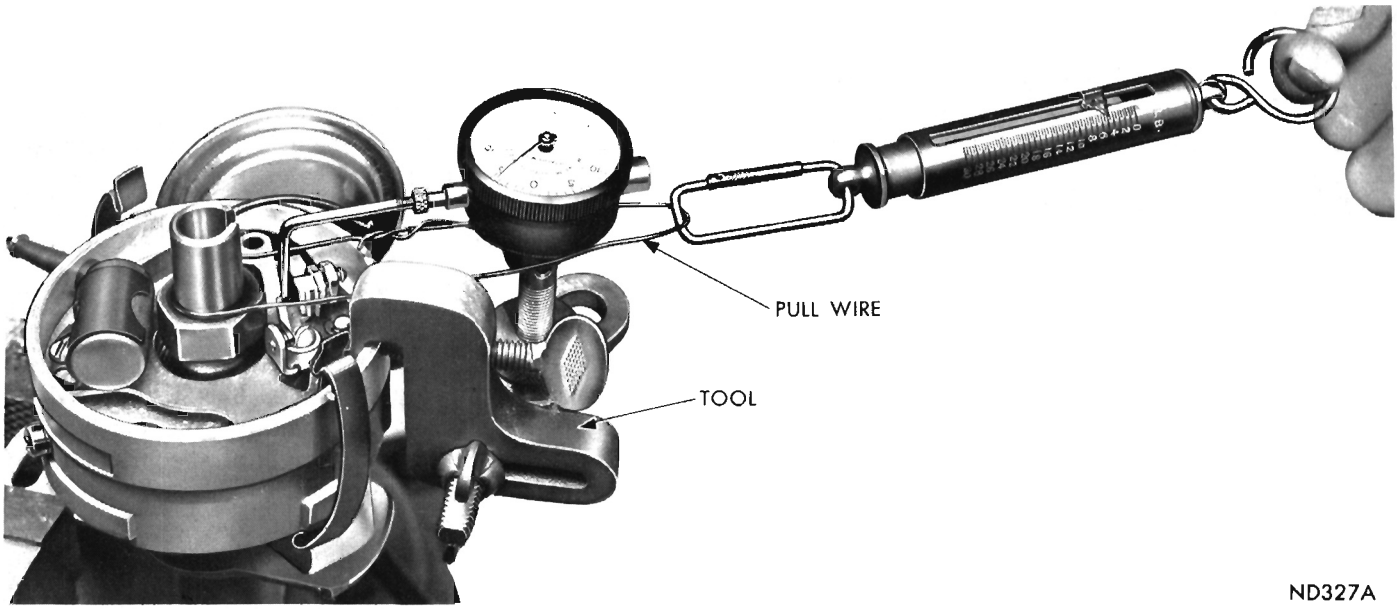

Fig. 3—Shaft and Bushing Wear Test
(3) Clamp distributor hold-down arm in a vise equipped with soft jaws and apply only enough pressure to restrict any movement of the distributor during this test.
(4) Attach a dial indicator to distributor housing so indicator plunger arm rests against movable arm at rubbing block and with rubbing block of movable contact arm on highest point of a cam lobe (Fig. 3).
(5) Place one end of a wire loop around the top of distributor shaft. Hook a spring scale in the other end of the wire loop and pull on a line with the plunger of the indicator gauge. The wire loop must be down on the distributor shaft to insure a straight pull also be sure that the wire loop does not interfere with the indicator or indicator holding bracket. Apply a five pound pull and read the movement of the plunger on the indicator dial. (Be sure the rubbing block of the movable contact arm is on the highest point of the cam lobe during this test.) If the plunger movement exceeds .006 inch, replace the distributor housing or shaft assembly, see "Distributor Disassembly."